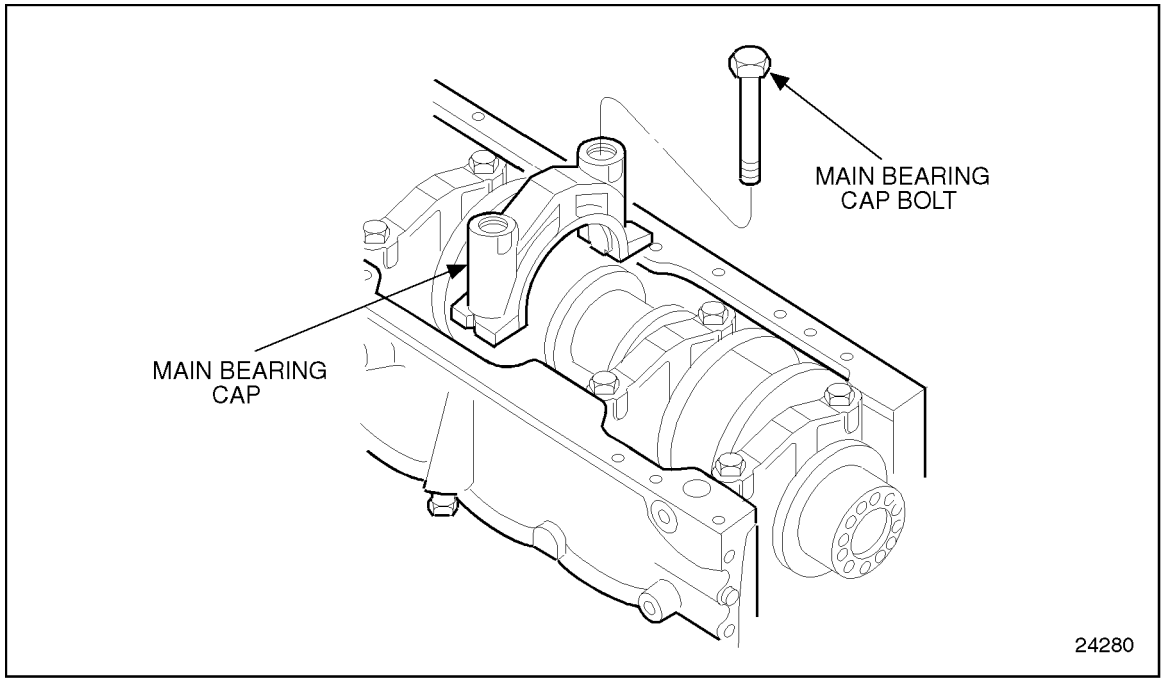

Figure 1-130 Main Bearing Cap Installation
7. Apply a small quantity of International Compound #2® (or equivalent) to the bolt threads and underside of the bolt heads. Install the main bearing cap bolts and draw them up snug. See Figure 1-130. Rap the main bearing caps sharply with a fiber mallet or plastic hammer to insure the caps are fully seated.